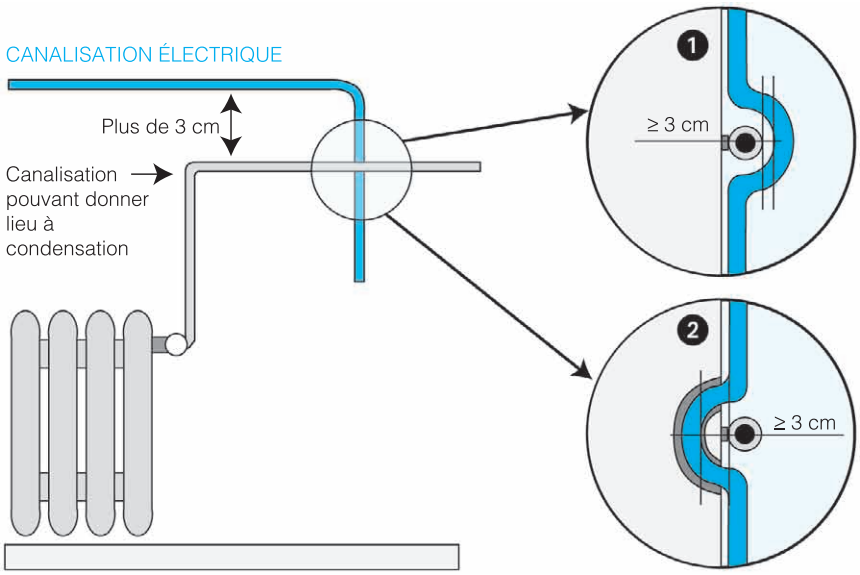

Figure 204 : Règles de croisement des canalisations
- pour tout croisement (ou cheminement) avec une autre canalisation non électrique, on devra respecter constamment une distance de 3 cm (voir figure 204) ;